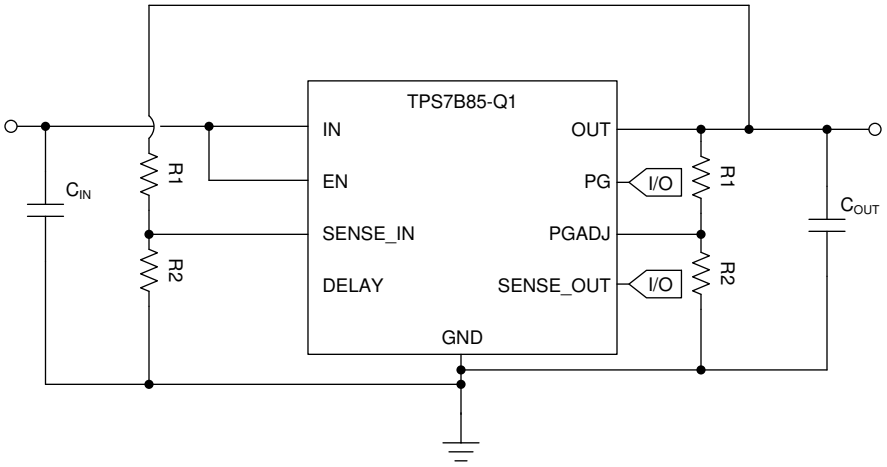

**Figure 7-8. Creating an Overvoltage Detector on the Output**
Another feature that is often desired is the ability to monitor the output voltage for overvoltage (OV) or undervoltage (UV) events. Because the integrated power-good pin only detects undervoltage events, a separate solution must be implemented to monitor for overvoltage issues. This monitoring can be done by using the integrated SI pin and connecting this pin to the output through a resistor divider. Then place the rising threshold of the SI pin where the output voltage is going to be flagged as overvoltage. Equation 7 depicts how to calculate the resistor divider for this application based on the desired overvoltage threshold. If this method is used for creating an overvoltage detection, the output of the overvoltage signal has inverted logic. Figure 7-8 shows the typical configuration for using the device as an overvotlage monitor.